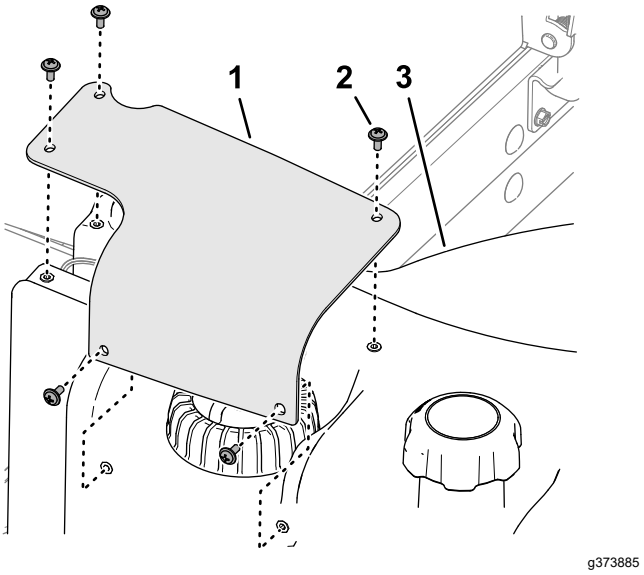

Figuur 88
2. Verwijder de 5 kruiskopschroeven waarmee de kap van de brandstofsensor is bevestigd aan de brandstoftank, en verwijder de kap (Figuur 88).